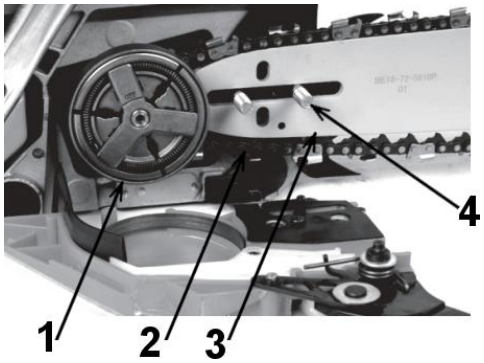

Rys. 4A
- Zbliżyć prowadnicę **3 (Rys. 4A)** do koła przeniesienia napędu **1 (Rys. 4A)**.
- Założyć łańcuch **2 (Rys. 4A)** pamiętając o kierunku pracy łańcucha. Kierunek jest oznaczony strzałkami znajdującym i się na prowadnicy, na łańcuchu i na korpusie maszyny.